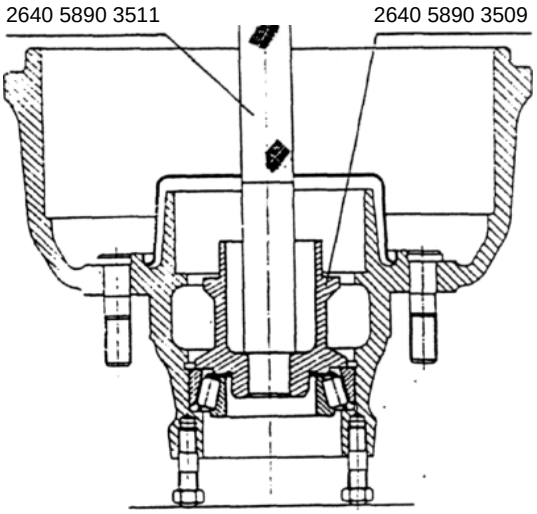

РИС. 365
3) Используя оправку 2640 5890 3509 вместе с рукояткой 2640 5890 3511 вставьте внешний подшипник в ступицу. Вставлять необходимо до упора, пока не освободится паз стопорного кольца (см. рис.365).